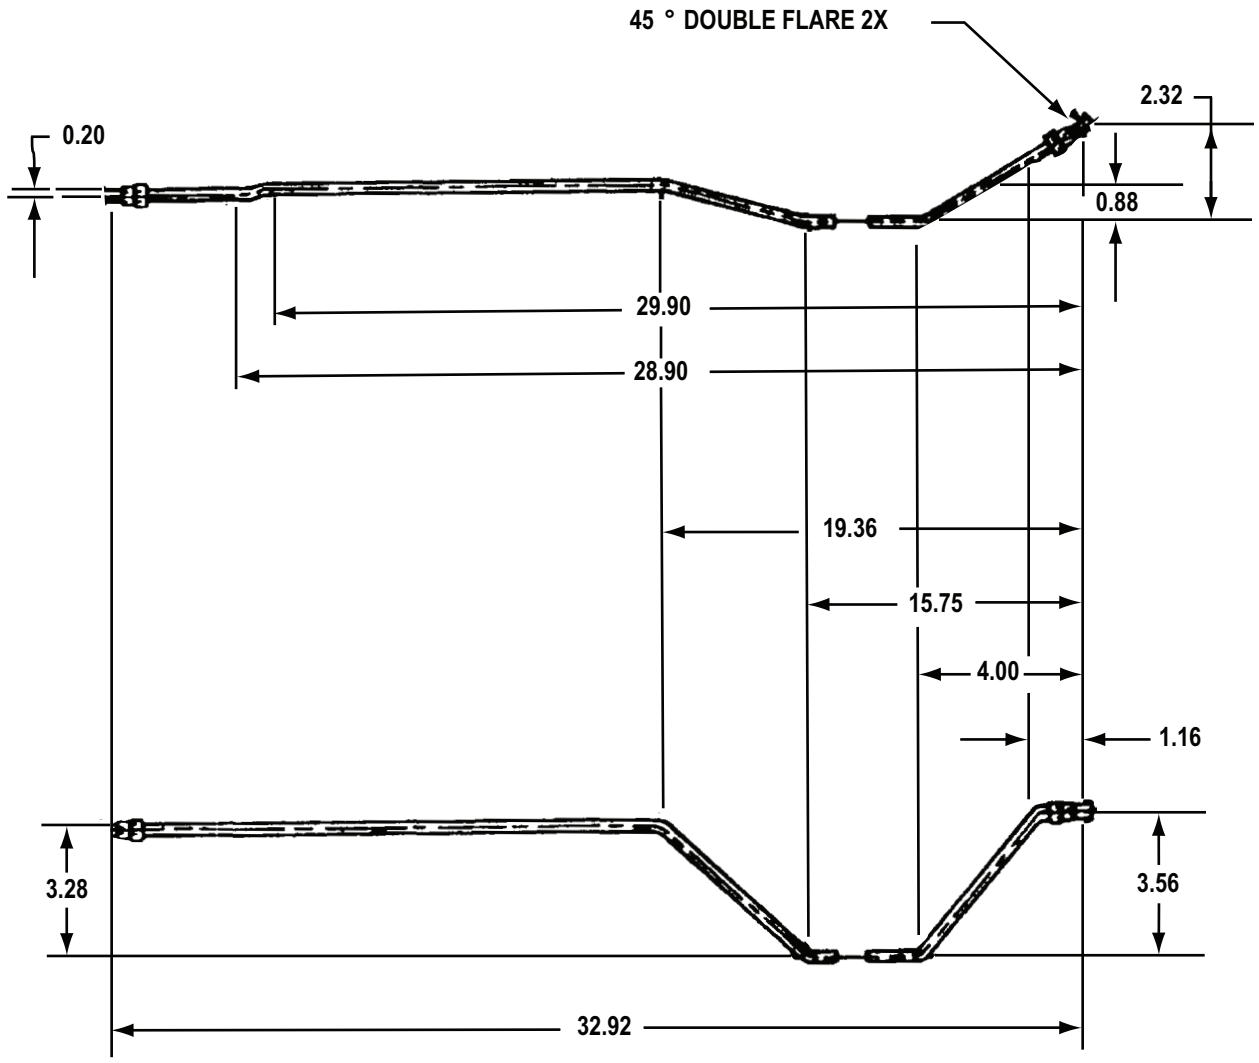

Figure 7. Right Hydraulic Brake Tube Assembly (M101A1, M101A2, M101A3, and M116A3).
3. Install nut, part number 110357, on each end of tube assembly (Figure 7).